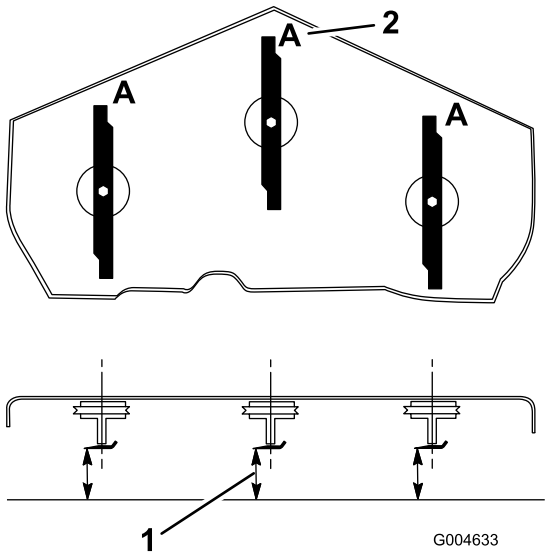

Figur 66
3. Drej knivene, indtil enderne vender fremad og bagud (Figur 66). Mål fra en plan overflade til skærekanten, position **A**, på knivene(Figur 66). Noter dette mål.